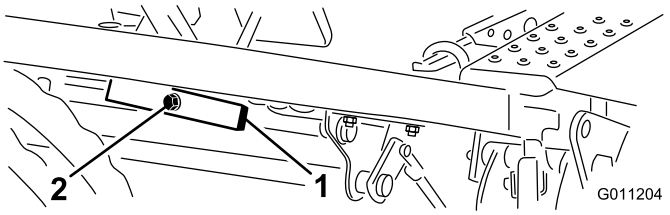

Figur 43
1. Lossa muttern som sitter på baksidan av lyftsvängtappen (Figur 43).
2. Vrid på excenterskruven (Figur 43) för att höja eller sänka lyftsvängtappens fjäder och justera lyftsvängtappen och pedalerna så att de är i jämnhöjd.